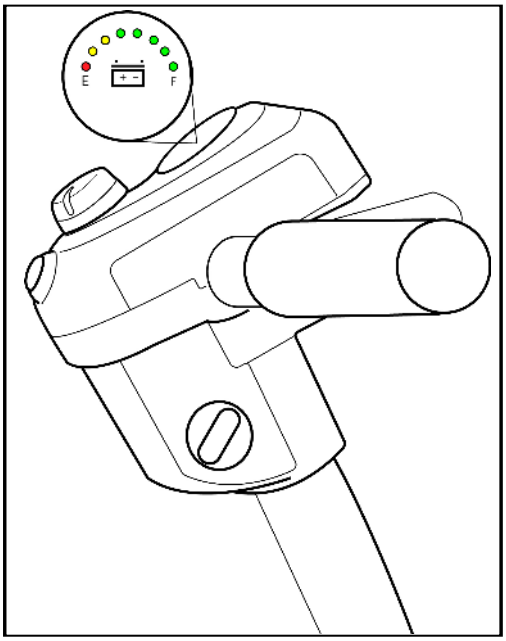

Figure 14. Key Switch (On)
4. Turn the key clockwise to the "On" position. See figure 14 on page 20.